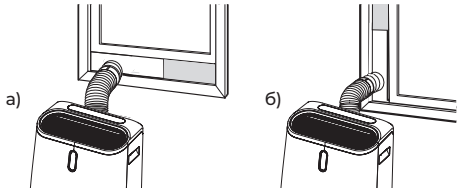

Рис. 3
- Как показано на рис. 3 а) б), установите гибкий воздуховод для выброса горячего воздуха в окне.